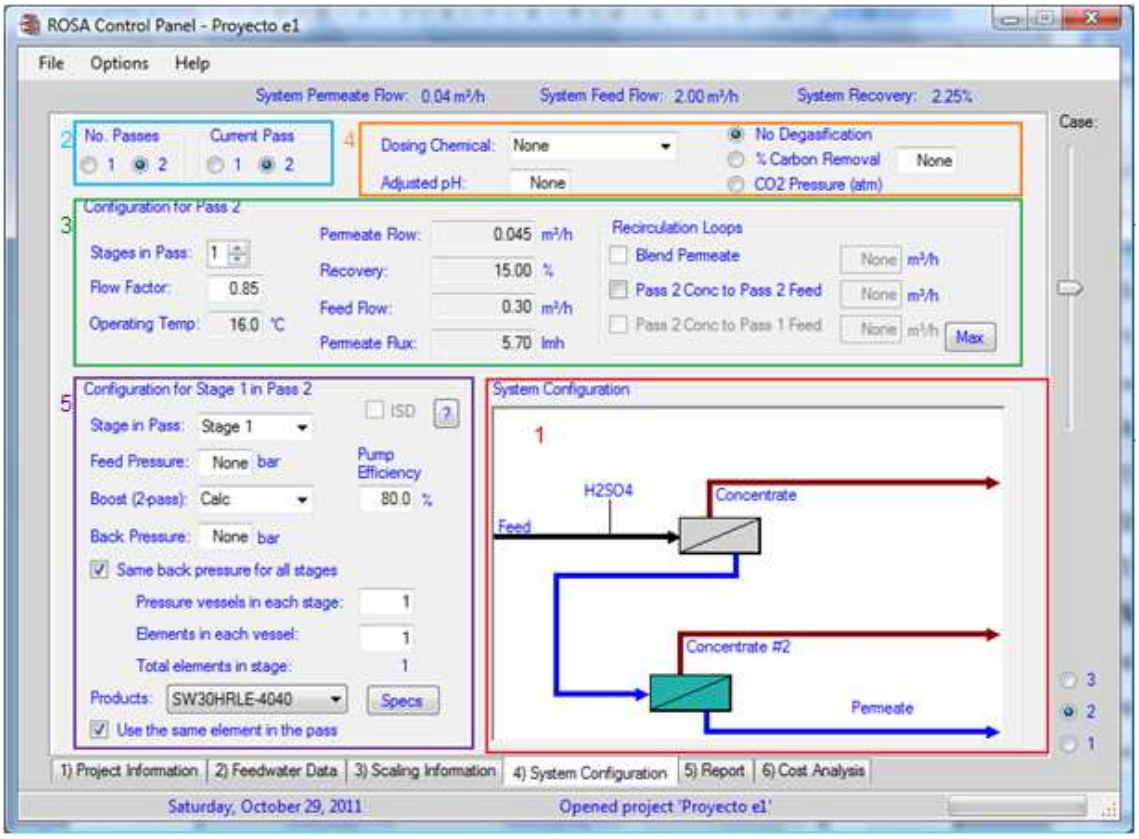
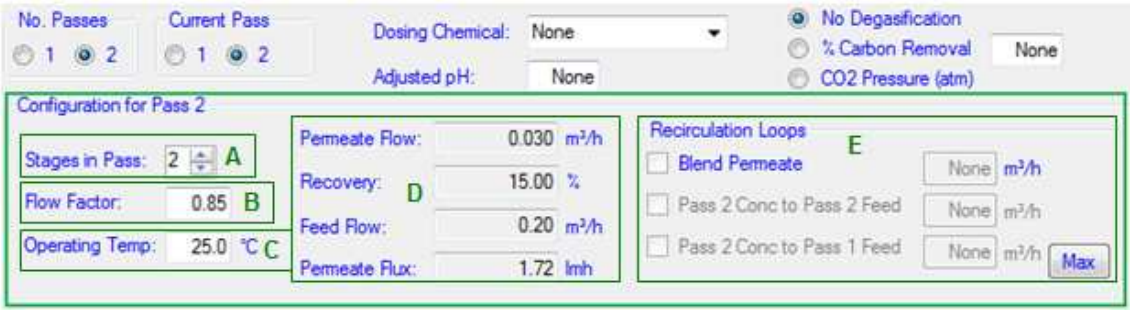
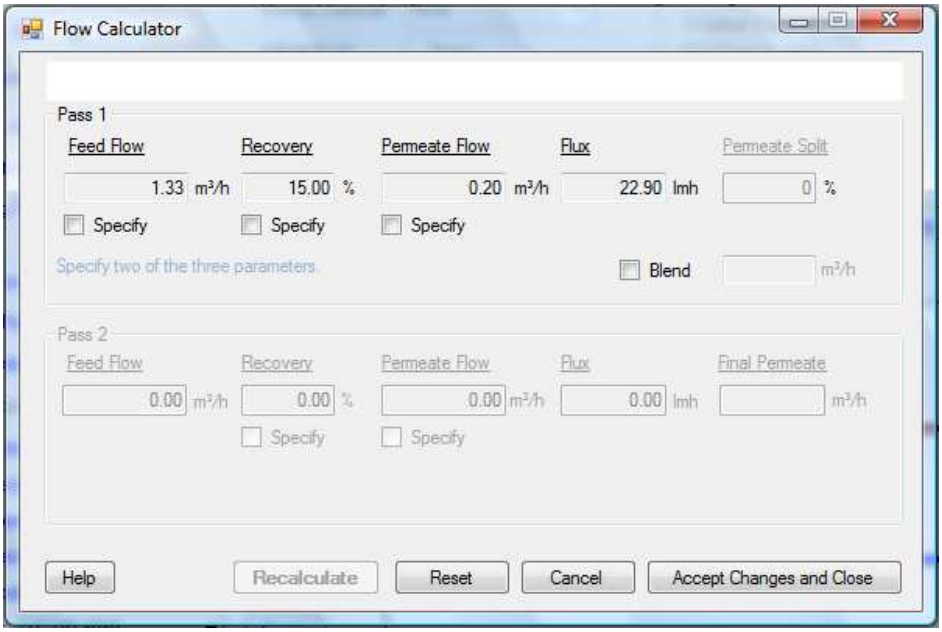

Figura 5.46: Partes de la ventana “4)System Configuration”
Figura 5.49: "Configuration for Pass a"
Figura 5.50: Ventana de "Flow Calculator", sistema de un paso.
Para describir con mayor facilidad la ventana, ésta se ha dividido en cinco partes numeradas (tal y como se muestra en la figura 5.46) siendo éstas:
El rectángulo rojo marcado con un número 1 en la figura 5.46 corresponde al esquema en el cual el programa muestra cómo está configurado físicamente el sistema de ósmosis inversa. El esquema se irá actualizando automáticamente según el usuario vaya modificando las opciones presentes en la ventana. En caso en el que sea necesario introducir corrientes nuevas en el sistema (por ejemplo, para modificar el pH), el esquema las mostrará.
El rectángulo azul marcado con un número 2 en la figura 5.46 corresponde a la parte en la cual el usuario decidirá el número de pasos de los que consta la instalación, así como el paso que está seleccionado en ese momento.
El rectángulo verde marcado con un número 3 en la figura 5.46 corresponde a la parte en la cual el usuario decide las características globales del paso “a” (siendo “a” 1 ó 2) que se encuentre seleccionado en la casilla de “Current pass”. En la figura 5.49 se muestra esta parte ampliada y clasificada
En la figura 5.49 se ha dividido esta sección de la ventana en varias zonas, que se explicarán una a una, de acuerdo a la letra asignada:
A) "Stages in Pass" (Etapas en el Paso): en este cuadro se selecciona el número de etapas de las que consta el paso que se encuentre seleccionado en la casilla "Current Pass". En el caso mostrado en la figura 5.49, con la selección realizada se está indicando que el paso 2 consta de 2 etapas. ROSA permite un máximo de 9 etapas por paso.
B) "Flow Factor" (Factor de Flujo): en este cuadro de texto, el usuario deberá introducir el factor de flujo que presenta el paso seleccionado en ese momento (en el ejemplo de la figura 5.49, el paso 2). Este factor de flujo corresponderá a todo el paso, por lo que se aplicará en todas sus etapas. No obstante, cada paso puede presentar un factor de flujo distinto.
D) "Flow Calculator" (Calculadora de Flujo): En la figura 5.49 se han agrupado cuatro cuadros de texto en torno a la letra "D". Estos cuatro cuadros de texto ("Permeate Flow", "Recovery", "Feed Flow" y "Permeate Flux") son meramente informativos: no es posible escribir sobre ellos. En cambio, cuando se intenta rellenar cualquiera de estos campos, ROSA abre automáticamente la ventana de "Flow Calculator", que presenta el aspecto que se muestra en la figura 5.50 (sistemas de un paso) o 5.53 (sistemas de dos pasos).
Si el usuario ha indicado (en "No Passes") que el sistema conste de un único paso, la calculadora de flujo presentará el aspecto mostrado en la figura 5.50:
Además de los parámetros y botones ya descritos, la calculadora de flujo también presenta la opción de que una parte del permeado del primer paso sea conducido al permeado general, en lugar de al segundo paso. Esta opción se denomina “Permeate Split” (División del Permeado), y puesto que se está describiendo una instalación con un solo paso, en este caso dicha opción se encuentra desactivada (tal y como se muestra en la figura 5.50). Esta opción se describirá en el apartado D2, en el que se tratan sistemas de dos pasos.
E) “Recirculation Loops” (Bucles de Recirculación): En la figura 5.49 se agruparon tres características en torno a la letra E, bajo el título de “Recirculation Loops”. Como se puede observar en la mencionada figura, aparecen tres casillas:
El rectángulo naranja marcado con un número 4 en la figura 5.46 corresponde al conjunto de opciones que permiten regular el pH en la entrada al segundo paso.